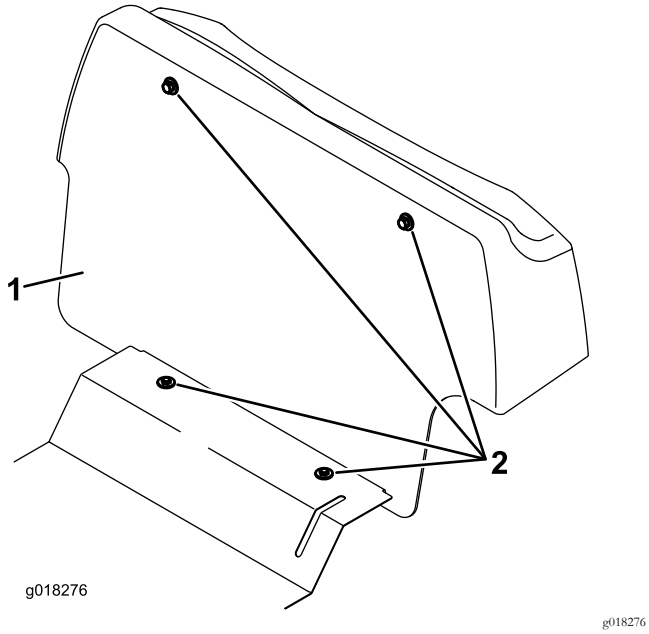

Figura 1
3. Rimuovete la piastra dietro il sedile dell'operatore svitando i 4 bulloni (Figura 1).